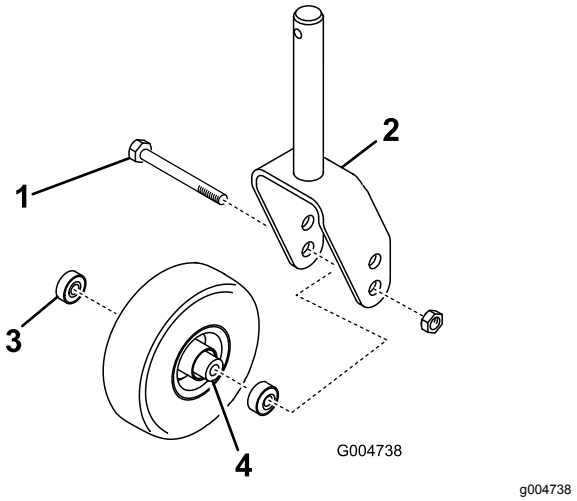

**Figur 142**
1. Lossa låsmuttern från den skruv som håller fast svänghjulet mellan hjulgaffeln eller svänghjulsarmen (Figur 142).
2. Fatta tag i svänghjulet och skjut ut skruven ur gaffeln eller svängarmen (Figur 142).
3. Ta bort lagret från hjulnavet och låt lagerdistansbrickan ramla ut (Figur 142).
4. Ta bort lagret från hjulnavets motsatta sida (Figur 142).